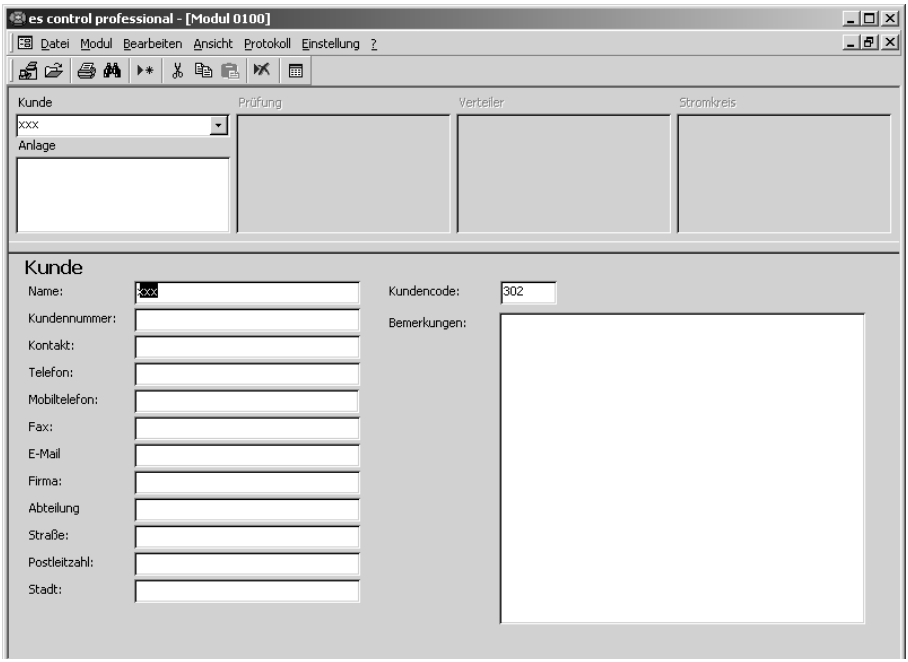

Bild 6.5 Datensatz für Kunde hinzufügen
- Legen Sie nun einen neuen Datensatz an. Verwenden Sie dazu den Menübefehl "Bearbeiten | Neuer Datensatz " oder benutzen Sie das Kontext-Menü, welches mit der rechten Maustaste aufgerufen wird. Der neue Datensatz für den Kunden wird dargestellt wie in Bild 6.5.